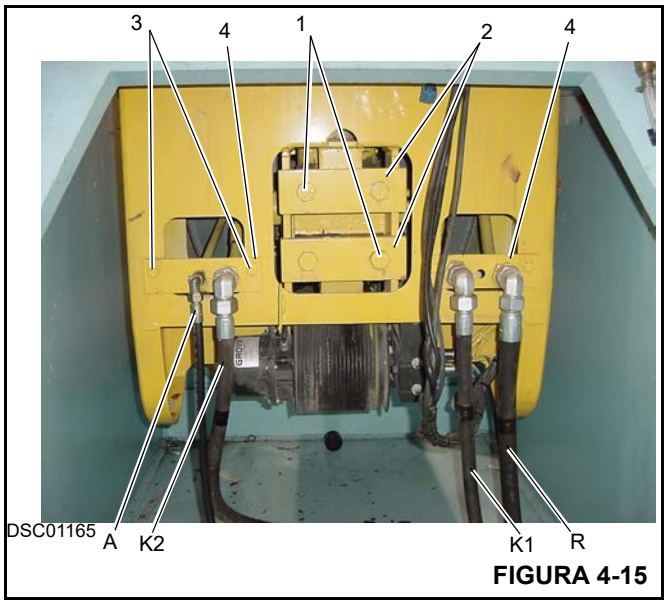

FIGURA 4-15
2. Conecte as mangueiras nas entradas A, R, K1 e K2 do bloco de válvulas da extremidade da haste (Figura 4-15).
10. Remova os quatro parafusos (1) (Figura 4-15) e ambas as placas de montagem do cilindro (2) do bloco de válvulas da extremidade da haste do conjunto do cilindro.
23. Remova os parafusos com cabeça (3) (Figura 4-15) que prendem os suportes da mangueira (4) na traseira da seção e direcione os suportes pelos recortes na seção da base de modo que o cilindro telescópico possa ser removido.